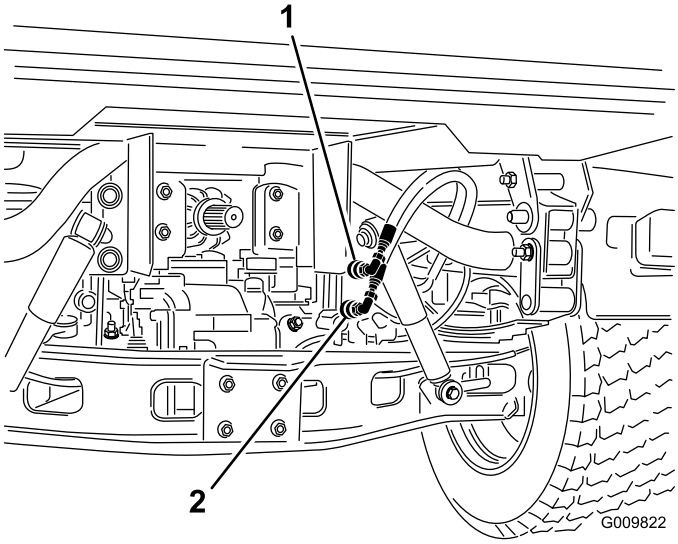

Figur 71
2. På begge køretøjer: Kobl de to lynkoblingsslanger fra slangerne, der er fastgjort på koblingsholderen (Figur 71).